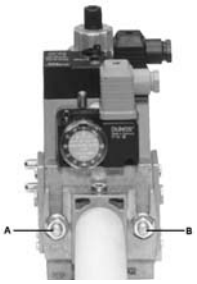

Рис. 17
3. Затянуть винты A, B, C и D (Рис. 17 - Рис. 18), соблюдая дистанции монтажа (Рис. 19);